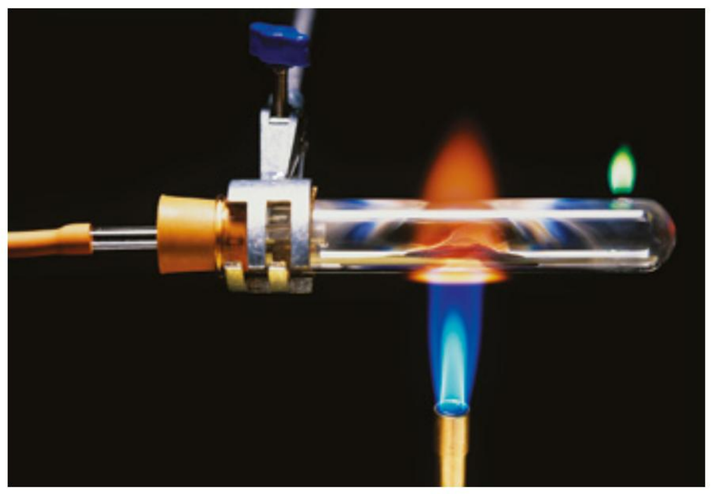

FIGURE 5.1.2 The reduction of copper(II) oxide to form copper powder occurs when it is heated in the presence of hydrogen or methane gas.
The process of metal extraction was seen as restoring the metal from its compounds, such as iron from iron oxide or copper from copper(II) oxide. The reduction of copper(II) oxide to form copper powder occurs when copper(II) oxide is heated in the presence of hydrogen or methane gas, as shown in Figure 5.1.2. Some fine particles of copper escape with the gas, causing the green flame.